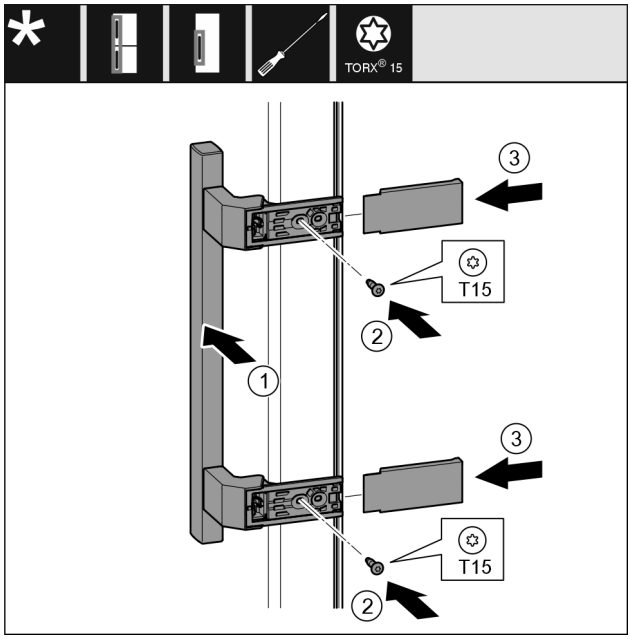

Fig. 55
▶ Pielieciet rokturi *Fig. 55 (1)* pretējā pusē.
▶ Ar skrūvgriezi pieskrūvējiet skrūves *Fig. 55 (2)*.
▶ Sānos pielieciet un uzbīdiet pārsegus *Fig. 55 (3)*.